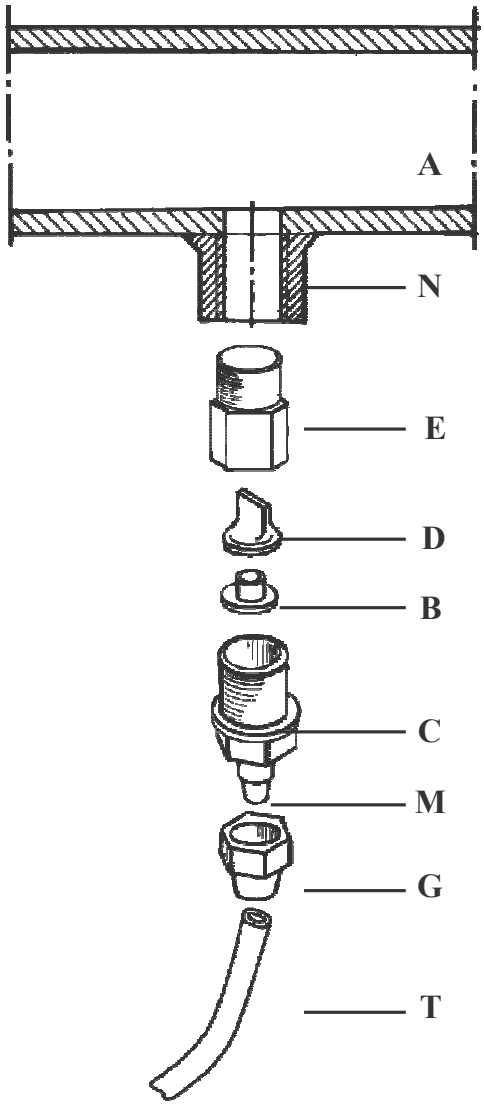

Fig. 6
g. - Aplicar un empalme de acero de 3/8" rosca tipo gas, hembra en el conducto de la instalación que se debe tratar, en el punto más adecuado para efectuar la inyección del producto que se va a dosificar. Dicho empalme no está incluido en el suministro. Atornillar la válvula de inyección en el empalme, utilizando teflón como guarnición (fig.6), conectar el tubo al empalme cónico de la válvula de inyección, y fijarlo con la virola G. La válvula de inyección es a su vez, válvula de retenció.
3.1 - ESQUEMA DE MONTAJE DE LA VÁLVULA DE INYECCIÓN (Fig. 6)